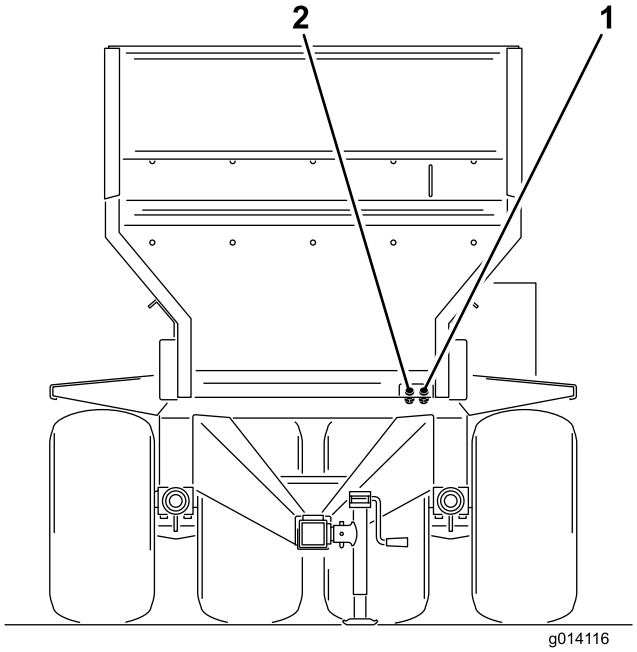

Figuur 17
6. Sluit de twee hydraulische slangen van de machine aan op het trekvoertuig. Sluit gezien vanaf de voorkant van de machine de rechterslang aan op de drukkant en de linkerslang op de retourkant (Figuur 17). De retourslang is voorzien van een interne eenrichtings-afsluitklep. De pijl op de afsluitklep moet wijzen naar de retouraansluiting op het trekvoertuig.